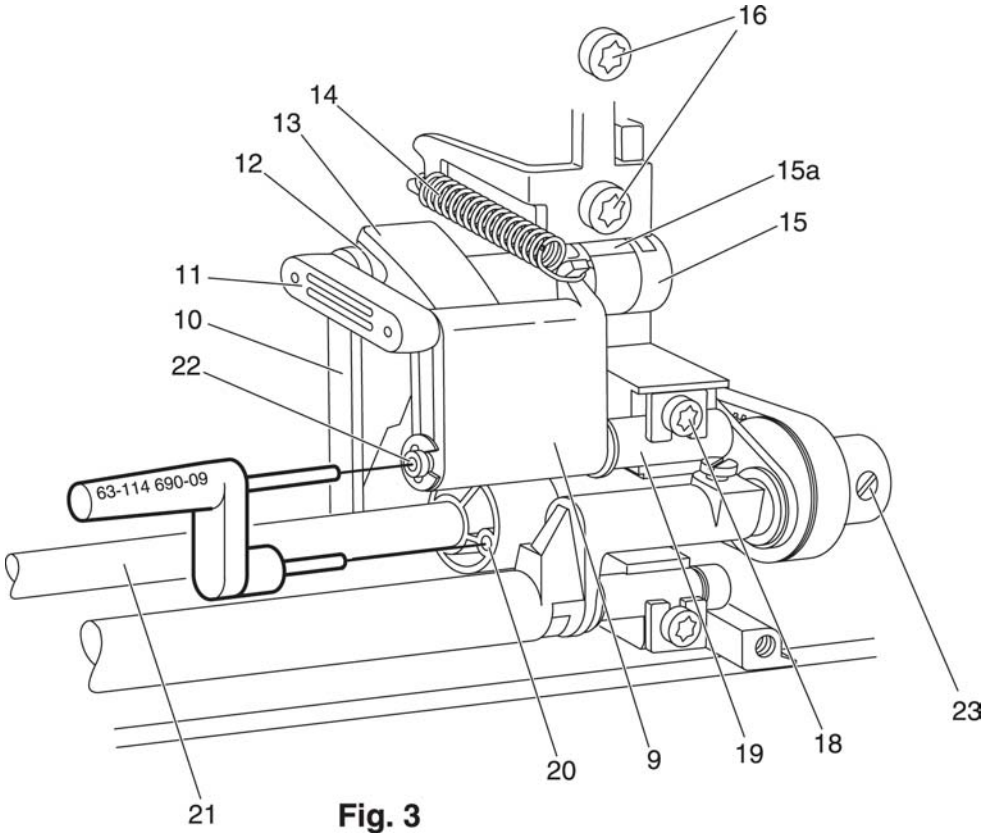

Fig. 3
- Loosen the three screws 23 in the lower toothed belt sprocket (fig.3).
- Hold the handwheel in this position while inserting the pin gauge in the holes of feed eccentric 20 and bolt 22 (fig. 3).